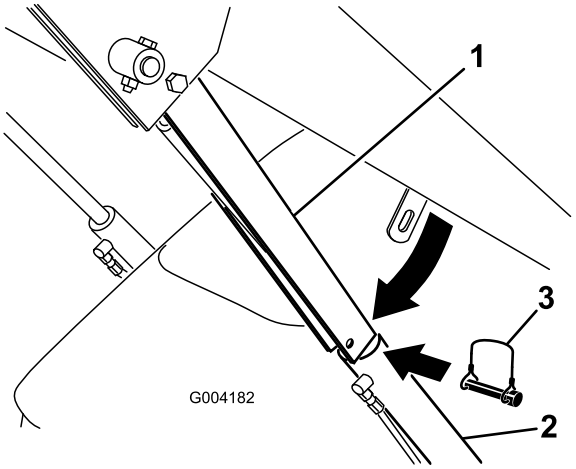

**Figuur 19**
4. Verwijder de lynchpen waarmee de cilindervergrendeling aan de arm van de lader is bevestigd (Figuur 19).
5. Breng de cilindervergrendeling omlaag over de cilinderstang en bevestig deze met de lynchpen (Figuur 19).